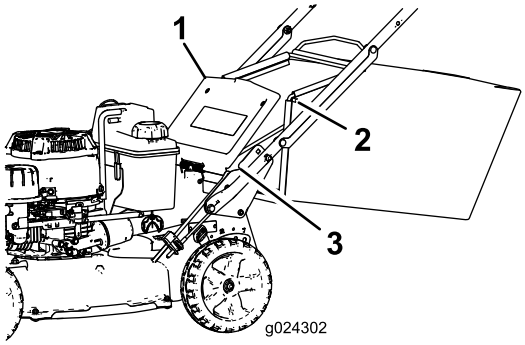

Rysunek 19
2. Podnieś i przytrzymaj w górze drzwi tylne (Rysunek 19).
4. Zamontuj końce drążka worka w wycięciach na podstawie dźwigni i poruszaj workiem do tyłu i przodu, aby sprawdzić, czy drążek jest osadzony na dole obu wycięć (Rysunek 19).
3. Zdejmij pręt worka na trawę na worku z wycięć w podstawie uchwytu (Rysunek 19).